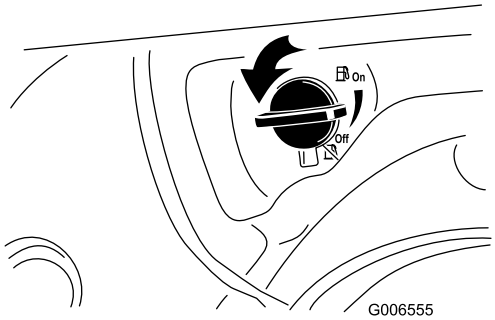

Figuur 25
2. Draai de brandstofklep een kwartslag linksom om deze te openen (Figuur 25).